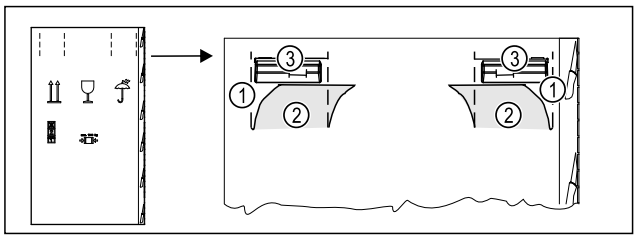

Fig. 6
▶ Press the packaging cardboard into the perforation *Fig. 6 (1)* at the top.
▶ Pull out any tabs *Fig. 6 (2)* that have been pushed in.
▷ Carrying handle *Fig. 6 (3)* visible on the right and left.
▶ Hold the appliance by the carrying handles *Fig. 6 (3)*.